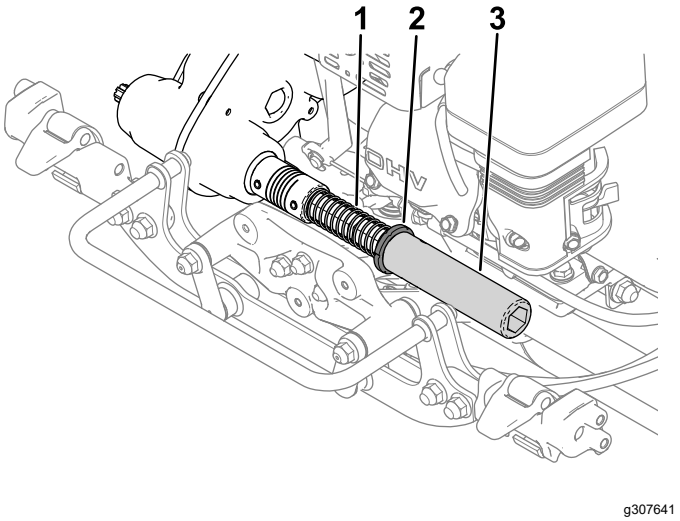

Rysunek 9
2. Zamontuj sprężynę, kołnierz i rurę sześciokątną na wale łącznika przekładni (Rysunek 9).